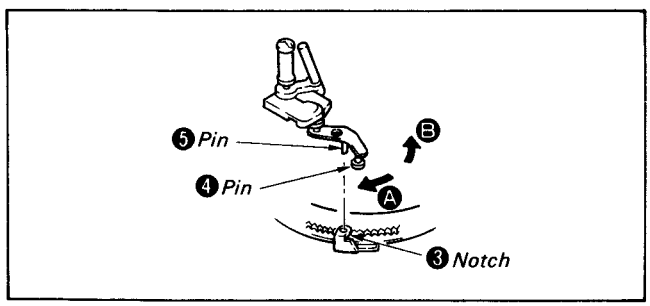
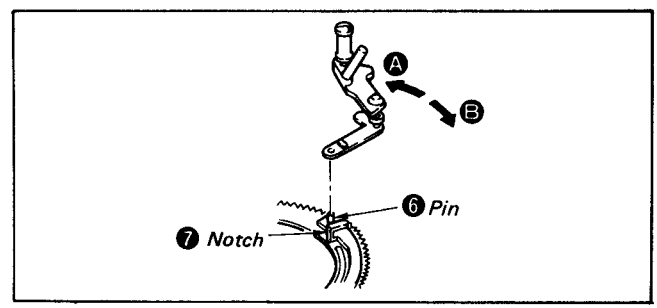

Fig. 2-25
Fig. 2-26
3) Set into GUIDE LOAD mode and remove TG-4 base assembly ❶ and TG-5 base assembly ❷ from the groove of the drum base.
4) Turn pin ❹ of TG-4 base assembly ❶ in the direction of arrow Ⓐ and remove from notch ❸. (See Fig. 2-25)
5) Remove pin ❺ from the hole of notch ❸.
6) Remove TG-5 base assembly ❷ from notch ❼ by moving it in the direction of arrow Ⓐ (See Fig. 2-26)